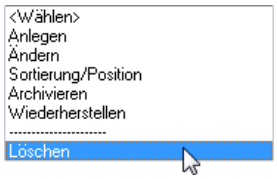

Bild 27.25 – *Bibliothek,* Menüpunkt *Löschen*
- Wählen Sie die zu löschende Bibliothek und klicken Sie im Listenmenü auf *Löschen* (Abb. 27.25).